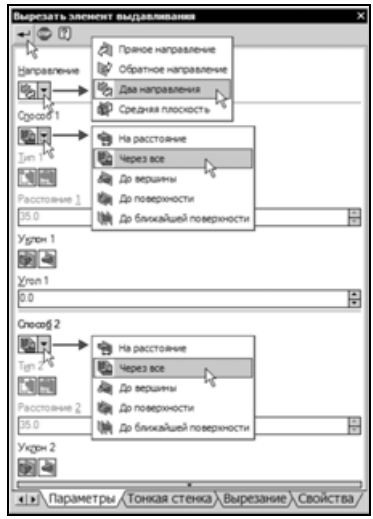

Рис. 6.20
- Закройте эскиз и примените к нему операцию **Вырезать выдавливанием**. На панели свойств откройте список поля **Направление** и укажите режим **Два направления**. Для прямого и обратного направлений (поля **Способ 1** и **Способ 2**) установите тип выдавливания **Через все** и нажмите **Создать объект** (рис. 6.20).